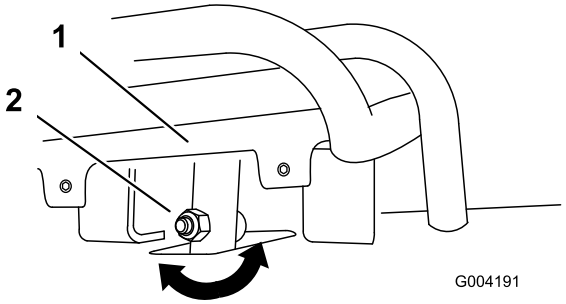
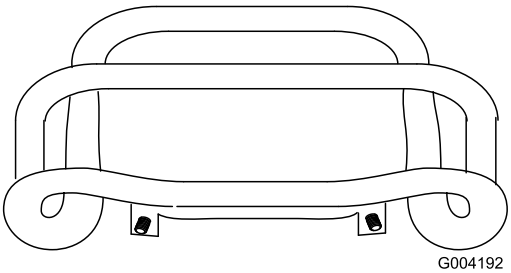

**Figur 52**
**Figur 53**
4. Om drivreglagets främre del inte ligger tätt intill och i rät vinkel mot referensstaven lossar du flänsmuttern och bulten på drivreglagets skaft (Figur 52).
5. Justera drivreglaget så att det ligger tätt intill mot referensstaven när det dras rakt bakåt (Figur 52 och Figur 53).